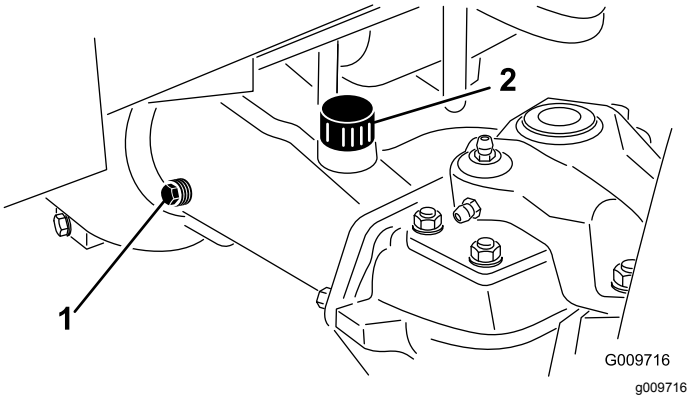

Figura 74
2. Retire un tapón de verificación de un extremo del eje (Figura 74) y asegúrese de que el lubricante llega al borde inferior del orificio.
3. Si el nivel es bajo, retire el tapón de llenado (Figura 74) y añada suficiente lubricante para que el nivel llegue al borde inferior de los orificios de los tapones de verificación.